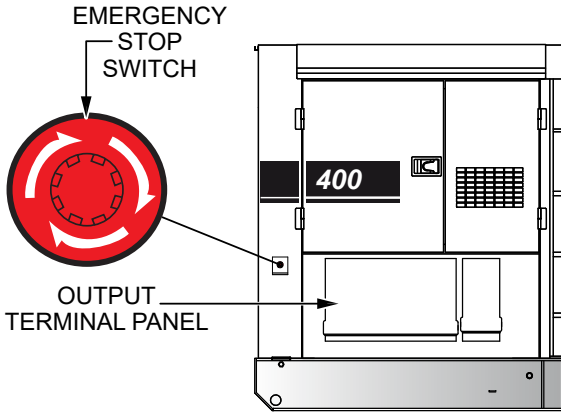

Figure 49. Emergency Stop Switch
1. To stop the engine in the event of an emergency, push the **Emergency Stop switch** (Figure 49). This switch is located on the side of the generator next to the output terminal panel.